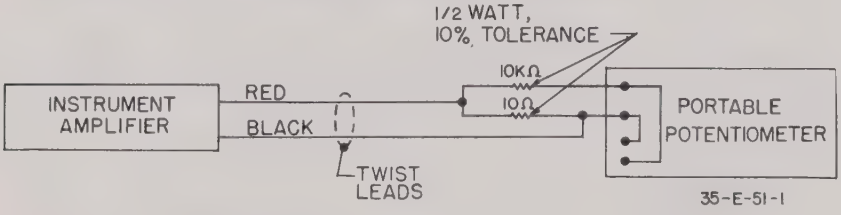

Figure 1. Amplifier test connections.
(1) Disconnect the amplifier input leads from the measuring circuit panel.
(2) Connect the amplifier leads to a portable potentiometer (or equivalent microvolt source), and connect a voltage divider across the output of the potentiometer as shown in Fig. 1.